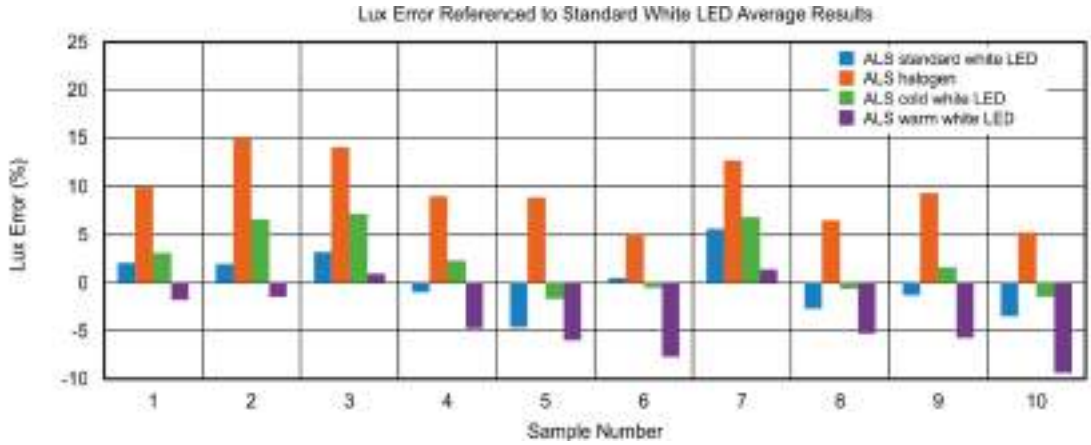

Figure 11: Sensor accuracy
- Typical accuracy: see Figure 11